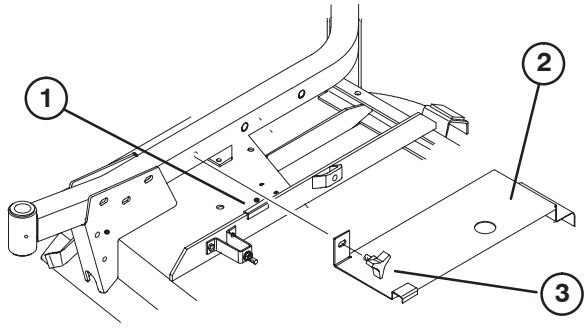

Figure 24
1. Insert a trim molding onto right bridge bar, so side of spring bracket is 4” to far edge of trim molding (Fig. 24).
2. Hook rear of deck cover (Fig. 24) onto rear channel pin while aligning cover mounting tab with hole in right castor arm. Cover to rest on trim molding. Adjust molding as required.